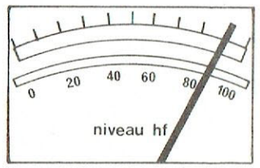

Fig. 3
– Régler VR03 afin de placer l'aiguille de l'indicateur comme indiqué sur la figure 3.